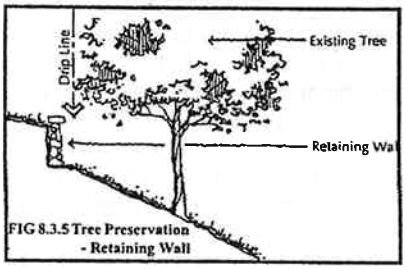

FIG 8.3.5 Tree Preservation - Retaining Wall
8.3.5 When changes in grade are required near existing trees, erect a retaining wall or walls outside the "drip-line" of the existing trees, to preserve the existing grade around the tree. Supply supplemental water and/or deep-root fertilization, as recommended by the arborist, to ease the stress of possible root loss due to grading operations and the construction of retaining walls. (See Figure 8.3.5.)